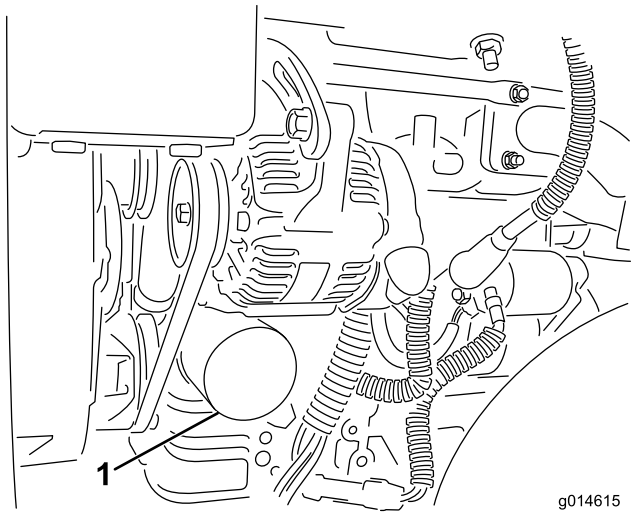

Figur 43
2. Avlägsna oljefiltret (Figur 43). Stryk på ett tunt lager ren olja på den nya filterpackningen.